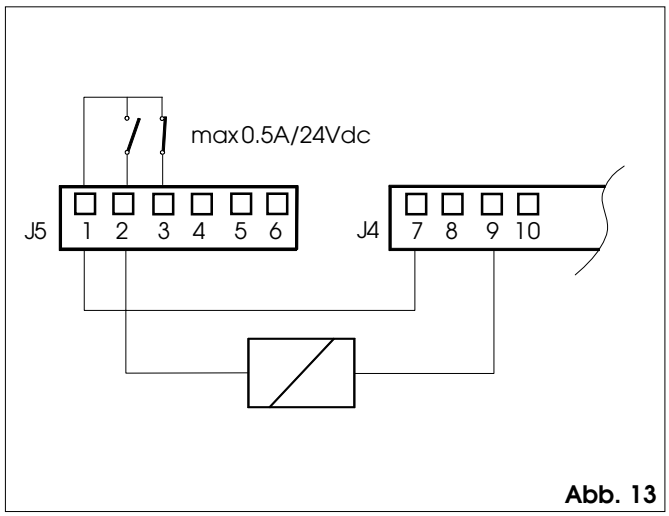

Abb. 13
⑥ **Klemmenleiste J5** Anschluss der Relaisausgänge (Abb. 13, 14, 15)
2 Elektroschloss - Arbeitskontakt (max. Kapazität 0,5 A / 24 V) (Abb. 13)